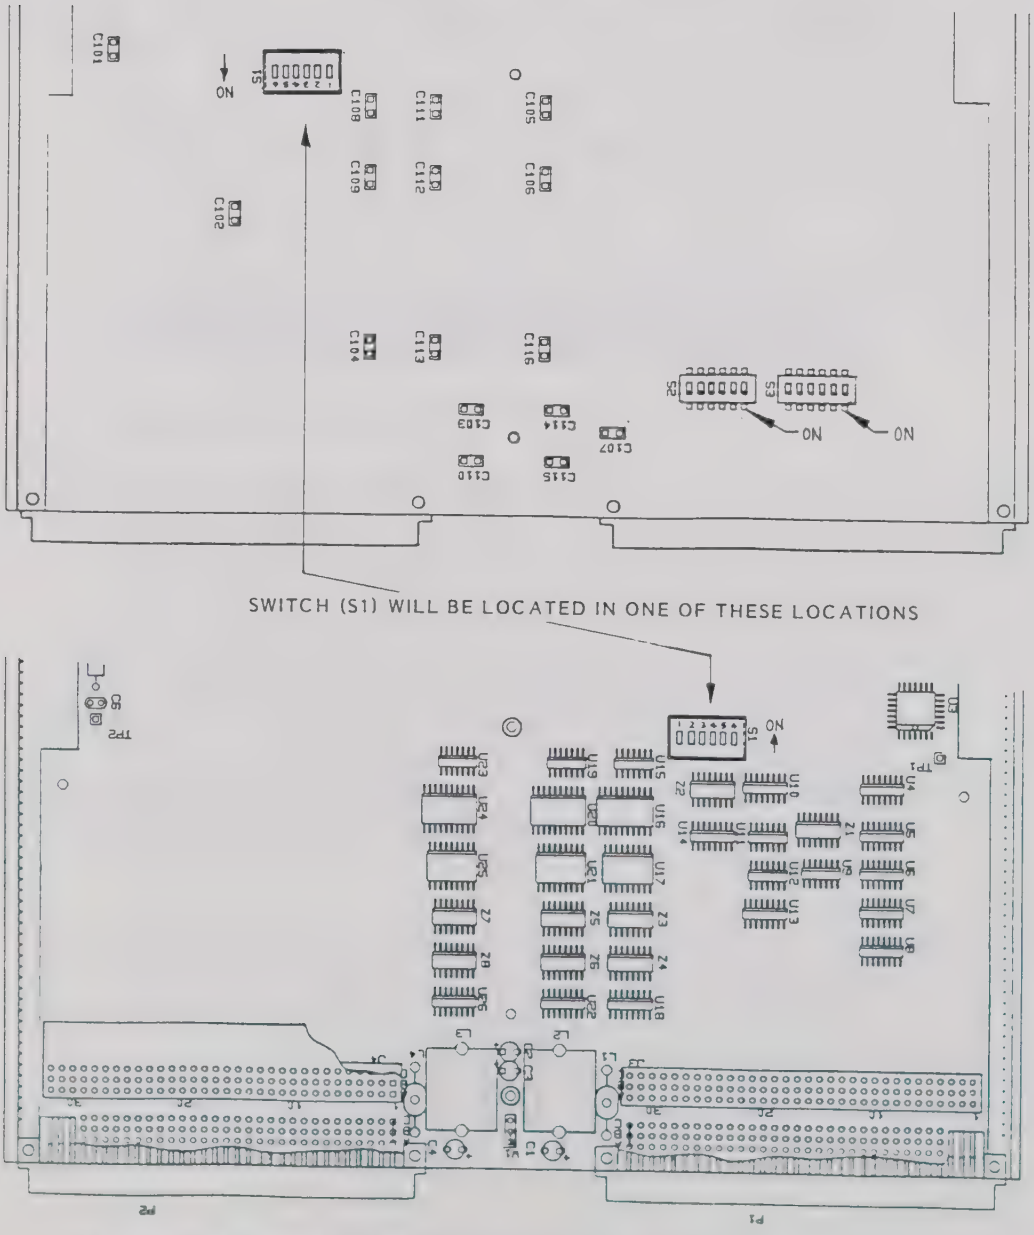
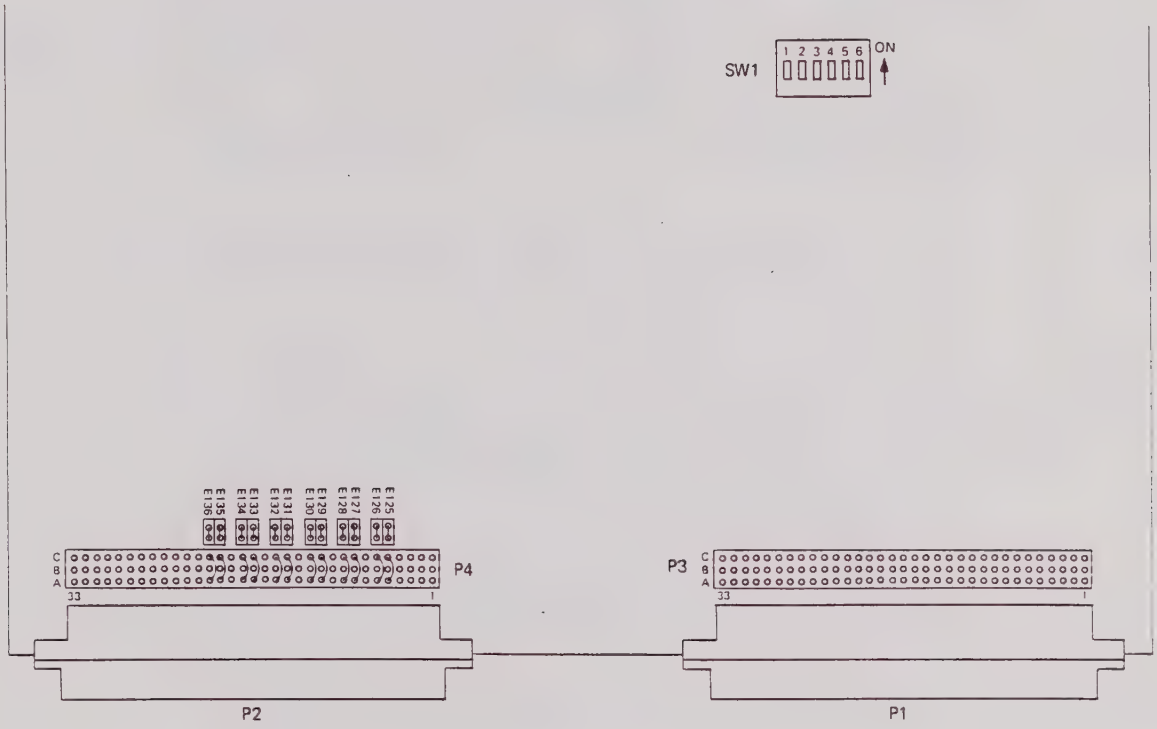

Figure 2-2, Switching Module Connector and Switch Locations
Figure 2-3, 1260-40 Switch, Connector and Jumper Locations
2.7.1.2 Set switch SW1 on the switching module to the binary equivalent of the address. Switches 1 to 4 are used to set the switching module address, with switch 4 the least significant bit and switch 1 the most significant. The OFF positions for SW1 correspond to binary 0 and ON positions correspond to binary 1. Addresses in the range 1 to 12 are permitted. Refer to Figure 2-2 for the location of SW1 on the switching module PCB or to Figure 2-3 for the location of SW1 on the 1260-40.
2.9.3 If more than one switching module is to be installed in the VXIbus chassis, the switching module with the 1260-01 smart card installed must be fitted at the leftmost position of all switching modules to be installed in the chassis. The rightmost switching module must have the twelve jumpers mounted on the jumper PCB installed removed from positions E125 to E136 on the switching module PCB or all DIP switches opened. Refer to Figure 2-2 for the location of the jumpers fitted at positions E125 to E136 and to Figure 2-3 for an illustration of the overall LBUS interconnection scheme.